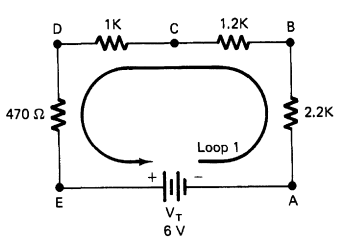

FIGURE 3-7A Circuit with single voltage source.
1. Construct the circuit in Fig. 3-7A. Apply 10 V.
4. Set up the Kirchhoff's law equation for loop 1 shown in Fig. 3-7A. _____